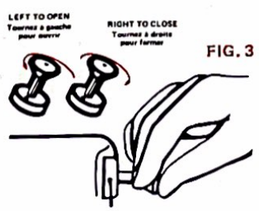

FIG. 3
2. TEST PUMP — with Pump Knob in closed position (turn right), place thumb over hole in Pump Knob and pump (Fig. 3). If little or no resistance is felt, oil or replace pump leather (see note below). If pump resists, go to Step 3.
3. Open Pump Knob by turning two (2) turns to left.
4. With thumb over hole in Pump Knob, pump 40 or more strokes of air into tank (Fig. 3). If tank is not full of fuel, more strokes will be required.
2. VÉRIFICATION DE LA POMPE -- Le bouton de la pompe étant à la position fermée (tournez à droite), posez le pouce sur le petit trou du bouton et pompez à fond (fig. 3). Si vous sentez peu ou pas de résistance, lubrifiez ou remplacez le cuir de pompe (voyez le nota, plus bas). Si la pompe résiste, passez aux directives du paragraphe 3.
3. Tournez le bouton de la pompe de deux (2) tours complets, à gauche.
4. Mettez le pouce sur le petit trou du bouton de la pompe, pompez quelque 40 fois pour remplir le réservoir d'air (fig. 3). Si le réservoir n'est pas plein de combustible, il vous faudra peut-être pomper plus.